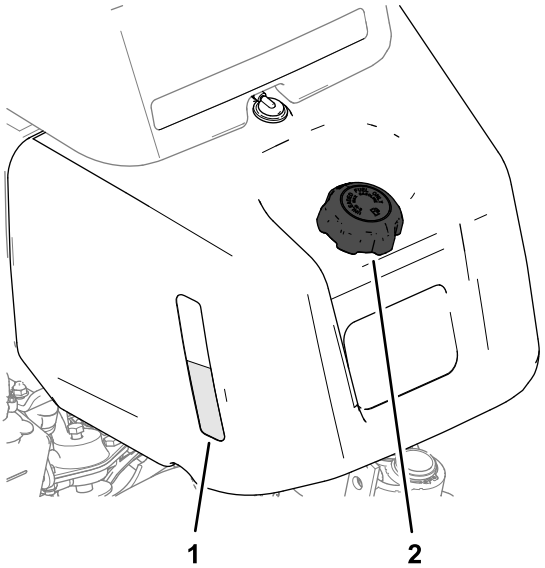
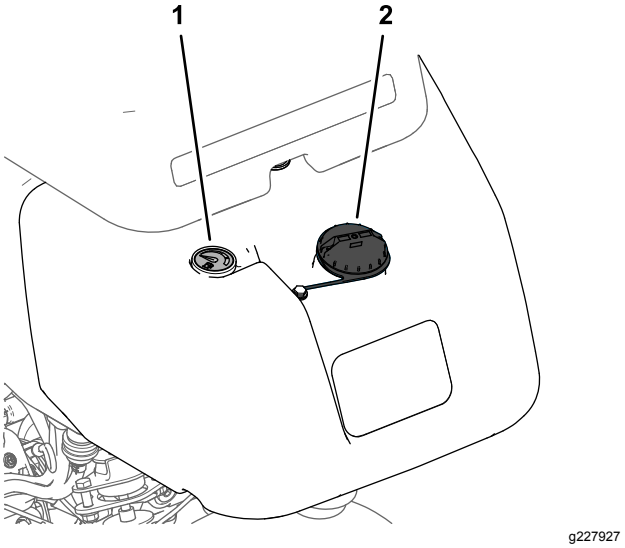

Figur 21
Figur 22
1. Rengjør rundt og ta av lokket på drivstofftanken (Figur 21 eller Figur 22).